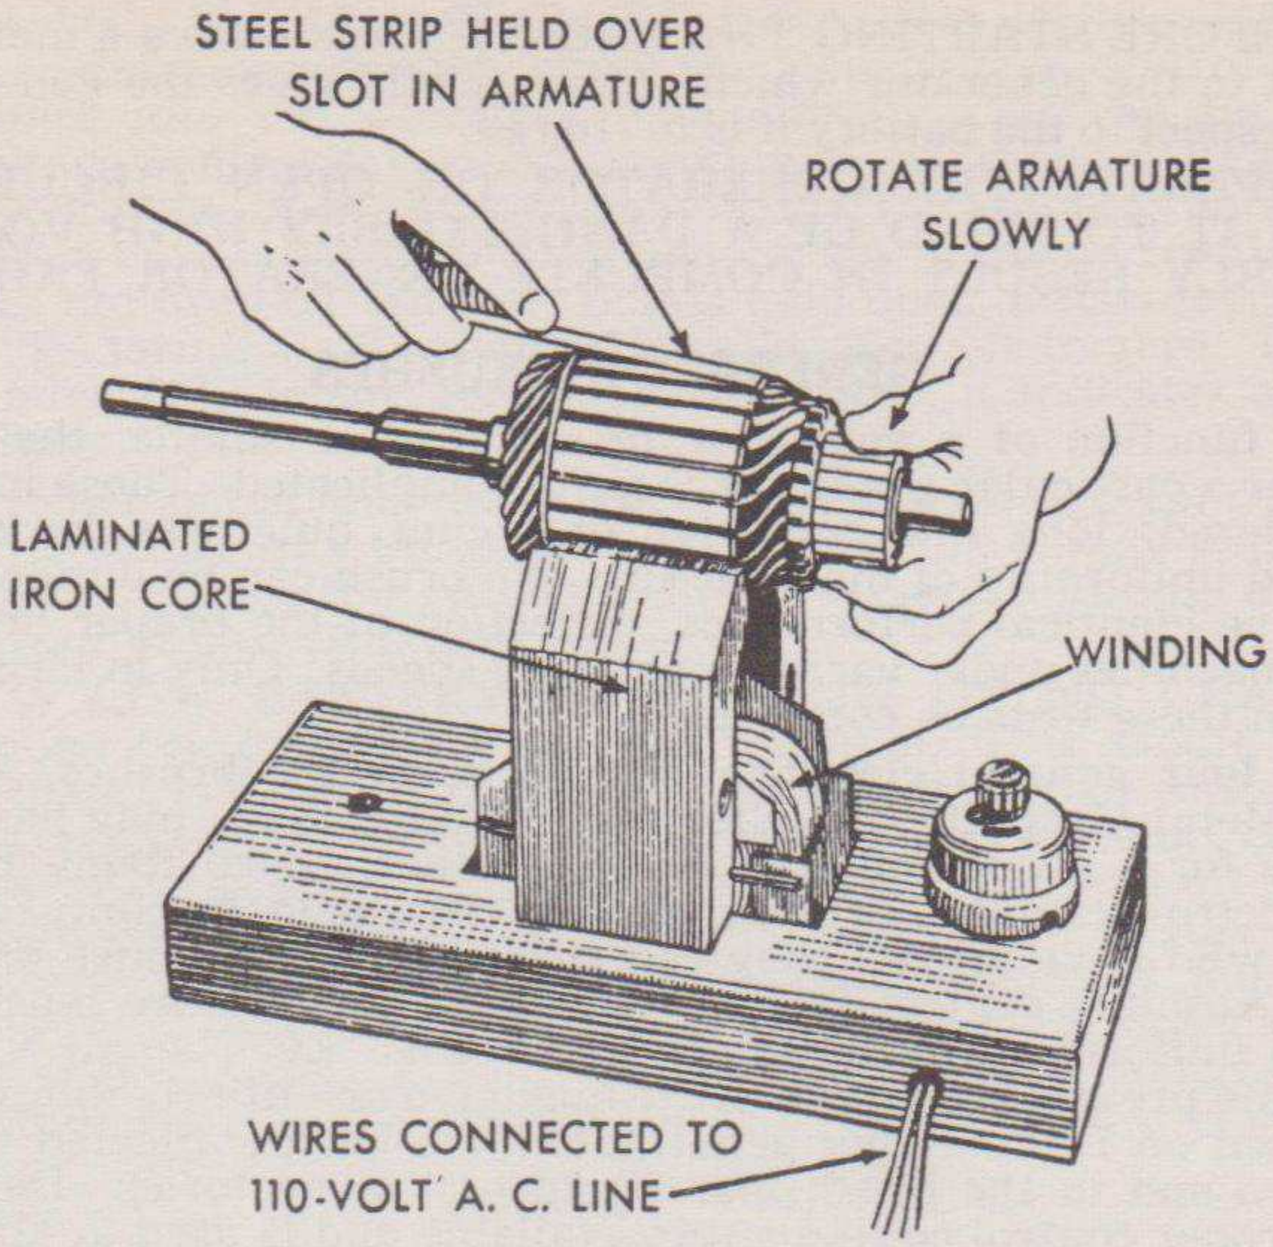

Fig. 7
5. If the trouble has not yet been located, check the armature for short circuit, using a "growler" as illustrated in Figure 7. A thin strip of steel, such as a discarded hack-saw blade, held in place over the armature core as the armature is revolved, will vibrate if a short circuit exists in the armature. Repair or replace as required.